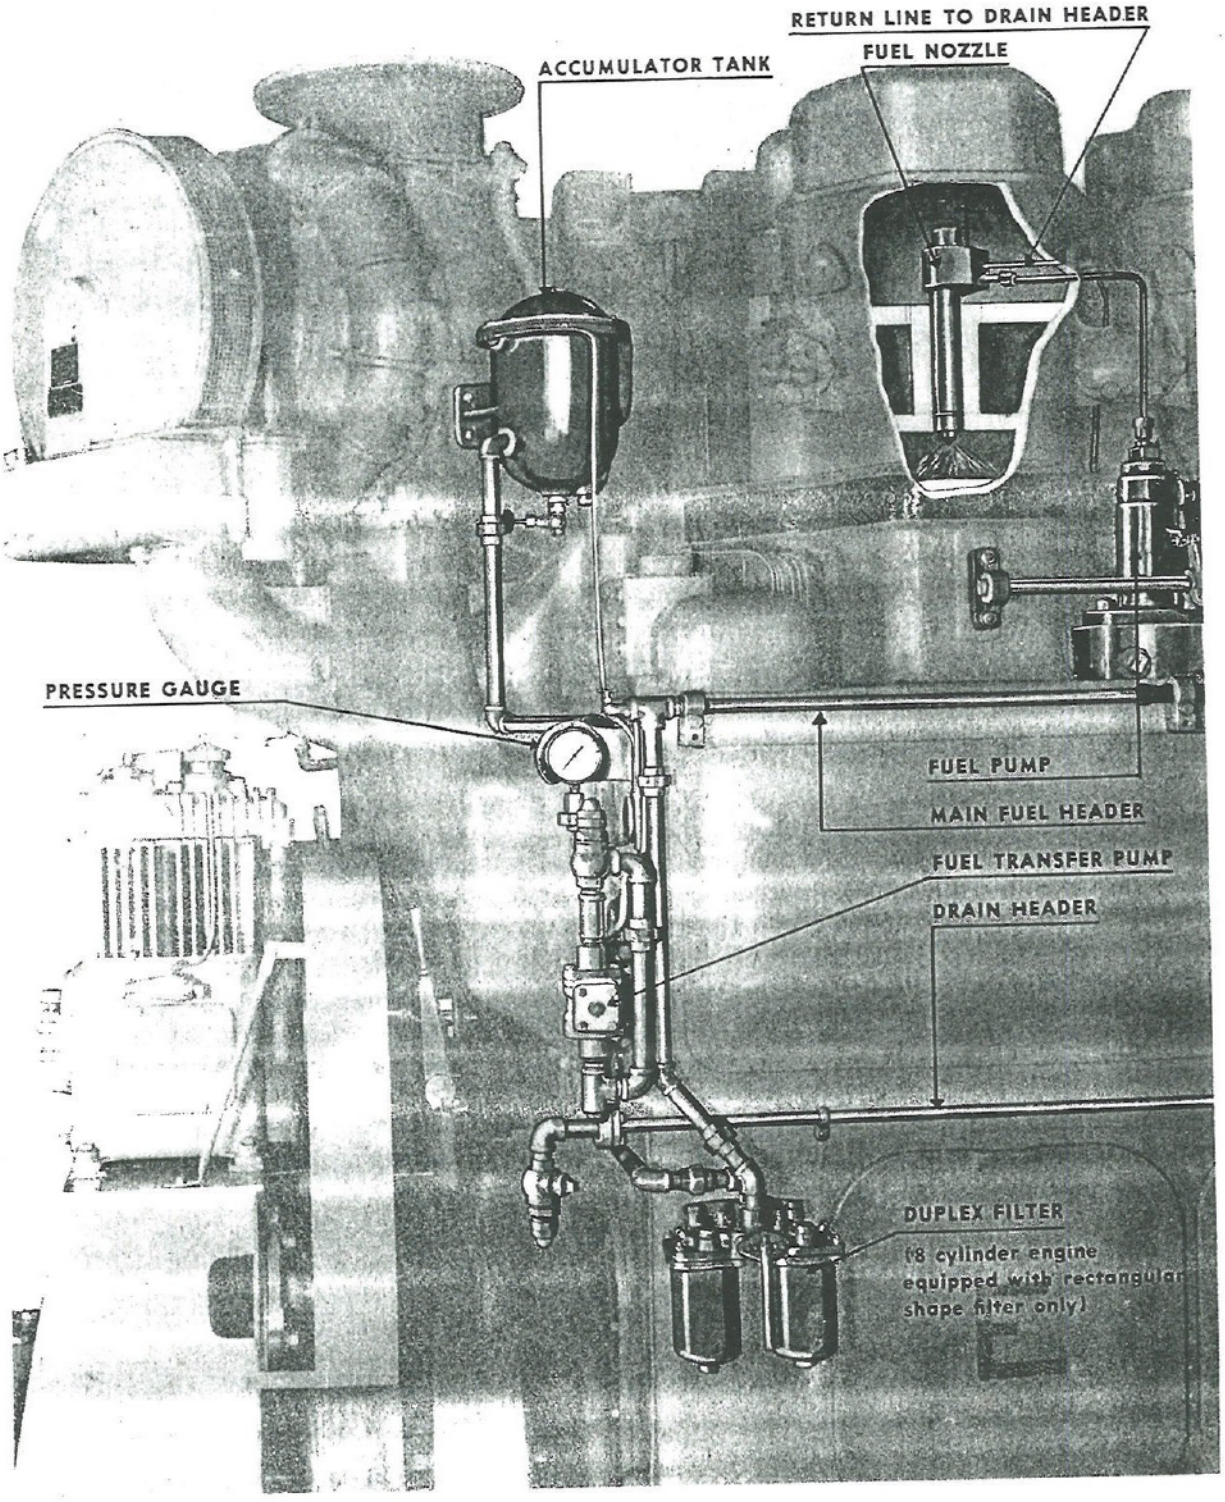
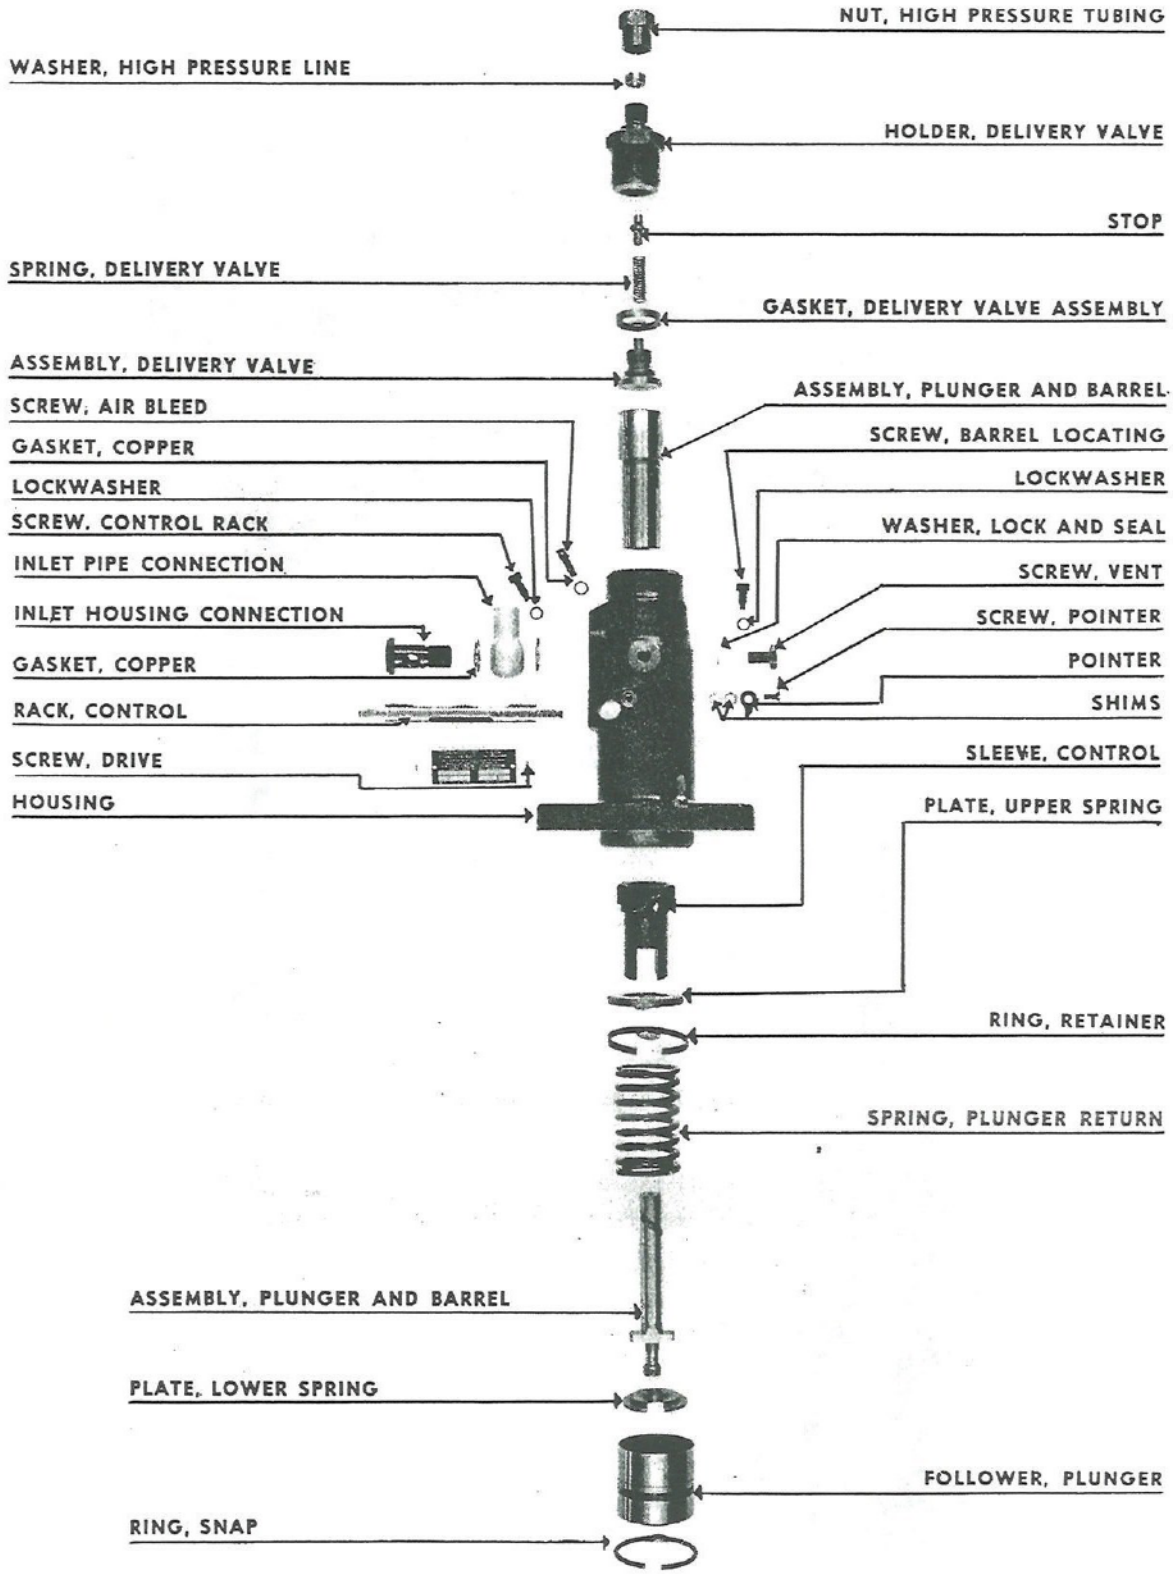
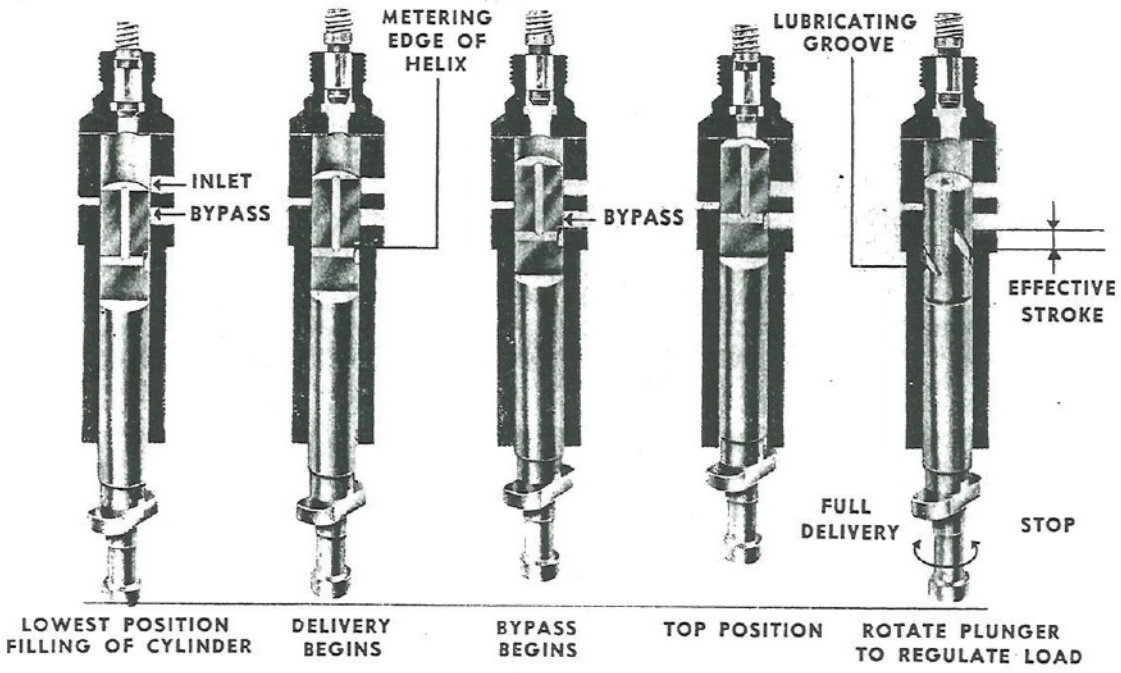

Fig. 33. System of Fuel Delivery
Fig. 37. Fuel Injection Pump Parts
Fig. 38. Fuel Injection Pump in Operation
41. OUTLINE OF SYSTEM. The fuel system on the Enterprise engines starts at the aft, or back, end of the engine, as shown in Fig. 33. The fuel leaves the storage tanks, not shown in this illustration, and passes through a filter. Then it goes into the fuel oil transfer pump and into the accumulator tank. From the accumulator tank it is forced through absorbent filters. From there it moves into the fuel oil header which supplies the fuel injection pumps that force the fuel into the nozzles through which it is sprayed into the cylinders at the proper time. Any fuel leaking from the nozzles or fuel pumps drops back into the drain line located underneath the fuel header and it returns to a waste tank or to the fuel tanks. The action of the entire system is fast and precise. Each unit in the system will be discussed separately, in the subsequent paragraphs, starting from the time the fuel leaves the storage tank.
43. FUEL TRANSFER PUMP. ***a.*** After passing through the scraper filter, the fuel is taken into the fuel transfer pump. The pump places the fuel under pressure and forces it through the system. This pump is shown in Fig. 33 located at the end of the pipe lines. The fuel transfer pump, driven by the camshaft of the engine, is of a simple design, consisting of a cylinder, or housing and a plunger, or piston, with a suction valve and a discharge valve.
45. ABSORBENT FILTER. The fuel oil leaves the accumulator tank and passes through an absorbent filter for a final cleaning before entering the engine. The absorbent type filter is shown in Fig. 33. There are two of them on the engine. A control handle is provided so that only one filter is used at a time, leaving the other ready for use when it is necessary to clean one. When the fuel is especially dirty, it is advisable to use both filters. One may be shut off for cleaning if the engine must be kept running. The elements in these filters are about the same as used in the absorbent filters in the lubrication oil system. The filters should be drained of sludge daily and inspected weekly.
46. FUEL PRESSURE GAUGE. When the fuel leaves the absorbent filter it goes into two pipe lines, as shown in Fig. 33. One is a short piece of tubing which leads to the fuel pressure gauge. This gauge records the fuel pressure as it enters the engine. At full running speed, the pressure should not be over 20 pounds.
48. FUEL INJECTION PUMPS. Each fuel injection pump has two jobs. One is to deliver fuel to the cylinder, and the other is to measure the quantity of fuel sprayed into the combustion chamber for firing. The pumps are shown installed on the engine in Fig. 33, along
49. FUEL BY-PASS. ***a.*** In Fig. 37 the fuel injection pump is shown taken completely apart. In Fig. 38 a series of cutaway drawings of a fuel injection pump shows the steps of operation. On the top of the plunger, in the center, a hole is drilled down the plunger to a point approximately two-thirds of its length. On the right side of the plunger a curved groove is cut on the outside of the plunger on an angle. Into this curved groove, or helix, a hole is drilled crosswise through the plunger meeting the hole drilled through the center. Thus, the lengthwise hole, the crosswise hole, and the helix form one continuous passage through the fuel pump plunger. Figs. 37 and 38 also show that the pump barrel has two holes drilled on the right side. The top hole is the inlet port. The hole just below it is the by-pass port. There is a smaller curved groove on the plunger on the opposite side from the helix but it functions only as a means of lubricating the pump barrel.
b. Fig. 38 shows the operation of the by-pass system. In drawing on the extreme left, fuel oil has filled the pump chamber through the inlet port, and the plunger has started on the upward stroke. At the same time that the pump chamber filled with fuel, the holes
c. The changing of the effective stroke of the plunger is accomplished by rotating the plunger. This, in turn, alters the point at which the curved, or slanted, helix groove, meets the by-pass port. The plunger is rotated by moving the fuel control rack, or rod, as shown in Fig. 37, on the fuel injection pump. The fuel control rack moves either in or out of the fuel injection pump housing and turns the regulating sleeve, which, in turn, changes the position of the plunger. Each fuel rack is secured to the fuel control shaft as shown in Fig. 33. When the throttle setting is changed, the governor adjusts the control shaft to deliver the speed desired.
50. FUEL DELIVERY VALVE. At the top of Fig. 37 the fuel delivery valve is shown as a part of the fuel injection pump. This valve acts as a check valve to prevent fuel oil from bleeding back into the fuel injection pump and to keep the injection tubing filled at all times. The air compression inside the combustion chamber of the cylinder when the fuel is injected is 400 pounds. The fuel must enter the combustion chamber at a pressure that not only will force entry into the solid mass of air, but also will atomize the oil. This pressure ranges from 2000 to 8000 pounds, depending on the engine speed.